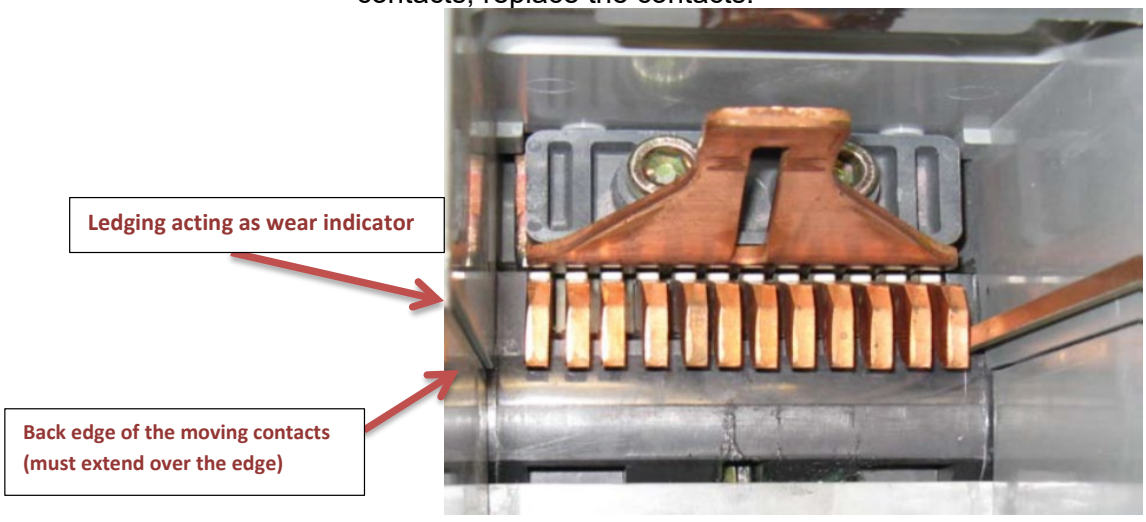

Figure 13 – Checking for Contact Wear
13. Check for contact wear. Side-by-side ledge acts as a contact wear indicator. Check the wear indicator by looking straight down into the arc chamber. See Figure 13.
5. Remove the dead front upper compartment cover. See Figure 13.
NOTE: The fuse links shown in Figure 13 may differ from those used at your location.